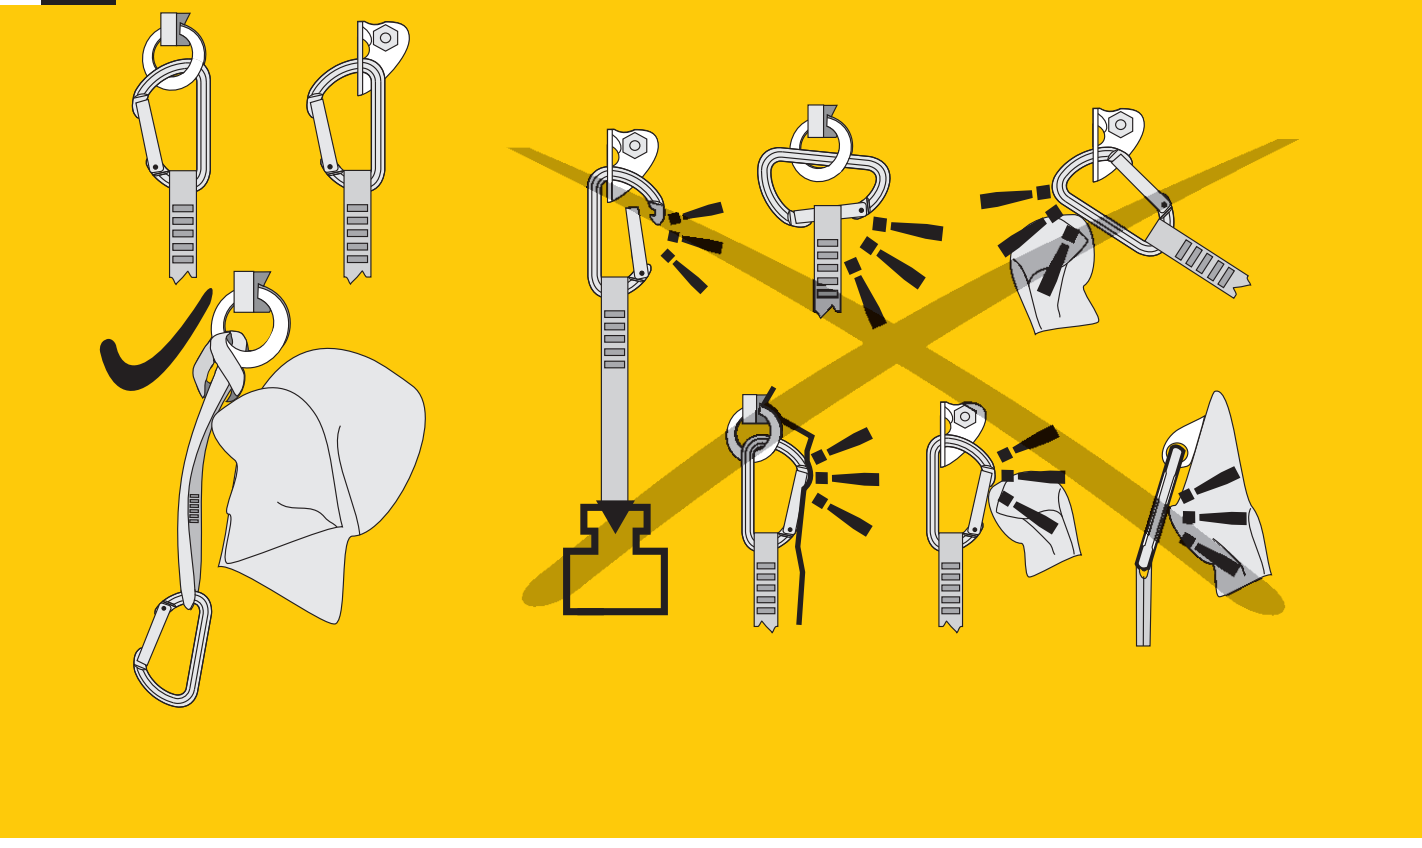

FIG. 5
**While using the connector and other personal protective devices, the user must always remain below the anchor point (fig.5).** The position and the height of the anchor point from the ground, must be calculated in the view of a possible fall, taking into account the length of the rope and of the devices connected to the rope, any dangerous obstacles, and the possibility of a "swinging" effect. The work must be carried out in such way as to minimize both the potential fall and potential fall distance.